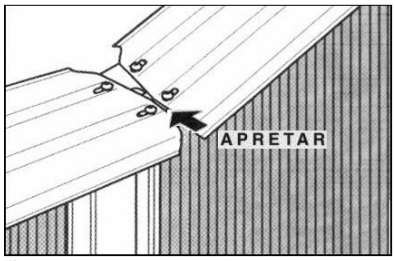

fig.31
d) Formar un circulo perfecto y apretar fuertemente la parte superior de la pared hacia dentro sobre cada una de las columnas (fig. 31) (esto ayuda a formar un círculo perfecto con la parte inferior de la pared).